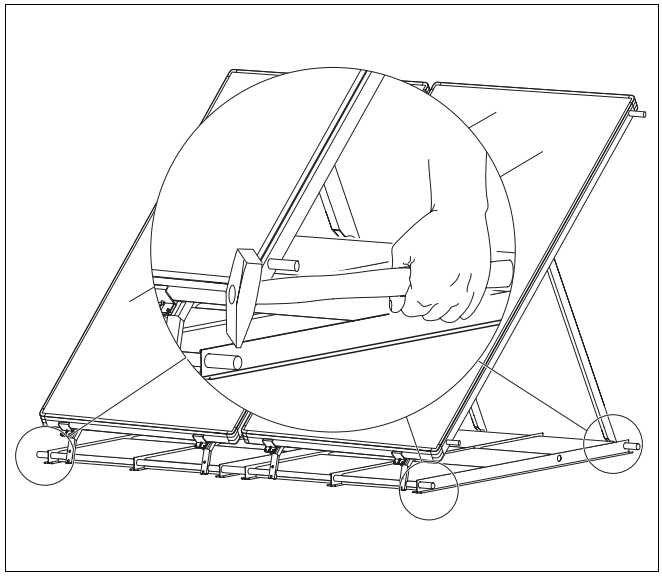

Afb. 50 Staander voor plat dak beveiligen
- Vervorm de uiterste T-profielen van een collectorveld (afb. 50) door met een hamer op de bovenzijde te slaan, tot de ronde leidingen in de T-profielen gefixeerd zijn.